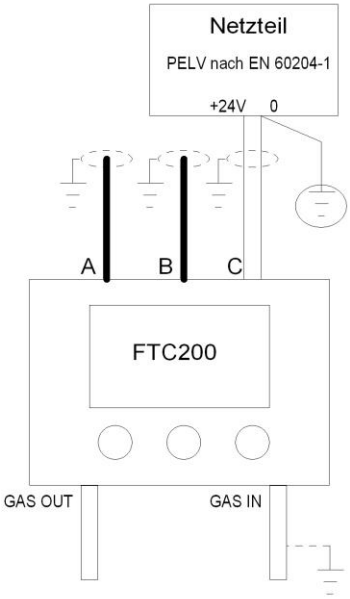

Abbildung 3.3 Erdungsanschlüsse
Für die elektrische Installation von Maschinen ist nach EN 60204-1 festgelegt, dass der versorgende PELV-Stromkreis an einem Punkt mit der Schutzerde (PE) zu verbinden ist. Wie in Abbildung. 3.3 dargestellt, darf nur der Masseleiter mit PE verbunden sein.